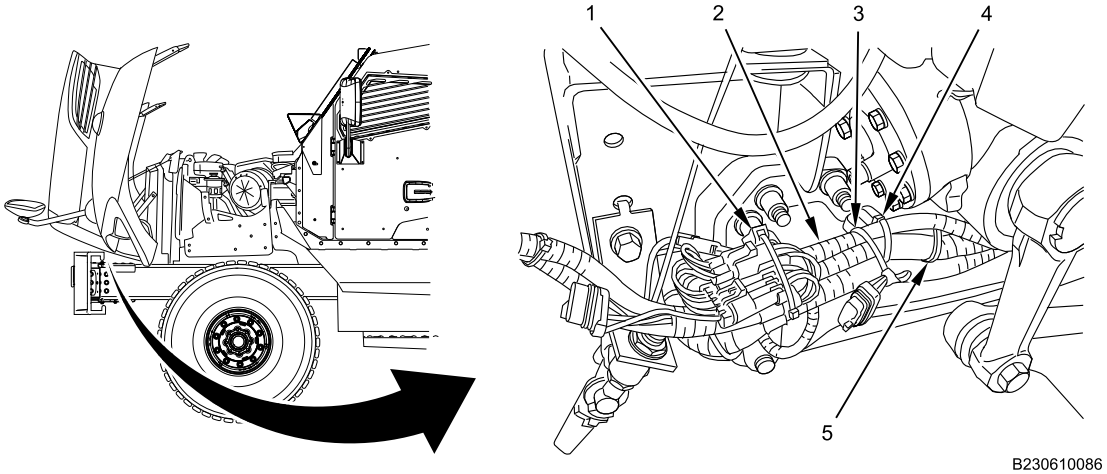

Figure 22. Front Bumper Left Harness Cable Lock Straps.
17. Install four new cable lock straps (Figure 22, Item 1, 3, 4 and 5) fastening forward chassis harness (Figure 22, Item 2) together.